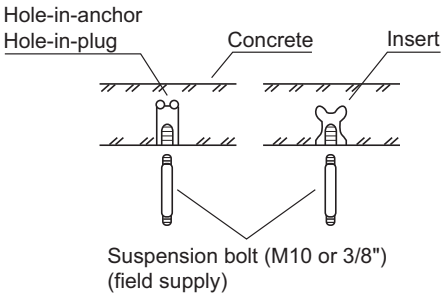

Fig. 2-171
(3) Depending on the ceiling type:
- Insert suspension bolts as shown in Fig. 2-171